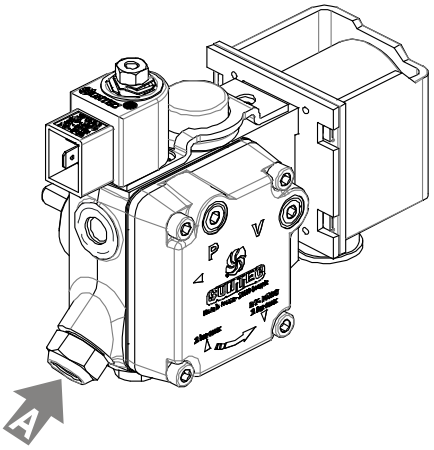
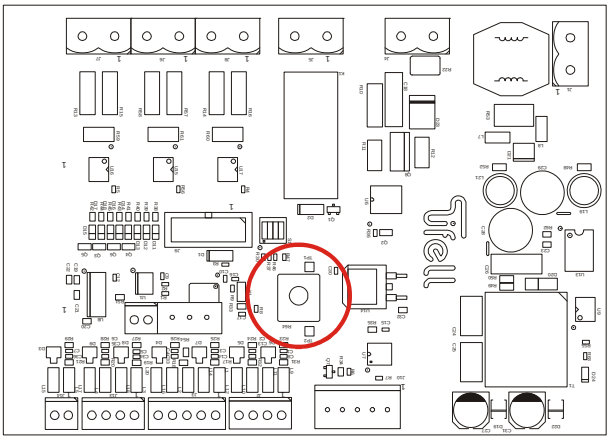

figura 33
figura 34
- Desenroscar el tornillo de presión P (figura 33) y conectar en dicha toma un manómetro sin utilizar latiguillo y conectar el analizador de combustión en el conducto de humos.
• Comprobar que la lectura de presión del manómetro que se montado en la bomba de combustible sea 9 bar. En caso contrario actuar sobre el tornillo A (figura 33) en sentido horario para aumentar la presión o en sentido anti-horario para disminuirla. • Una vez conseguida la presión de 9 bar se debe comprobar el valor de CO_2 que nos indica el analizador de combustión. Este valor debe de estar comprendido entre 10,0 y 11,5. En caso contrario actuar sobre el potenciómetro del circuito de modulación (figura 34) en sentido horario para aumentar el valor o en sentido anti-horario para disminuirlo hasta alcanzar un valor dentro del rango anterior.